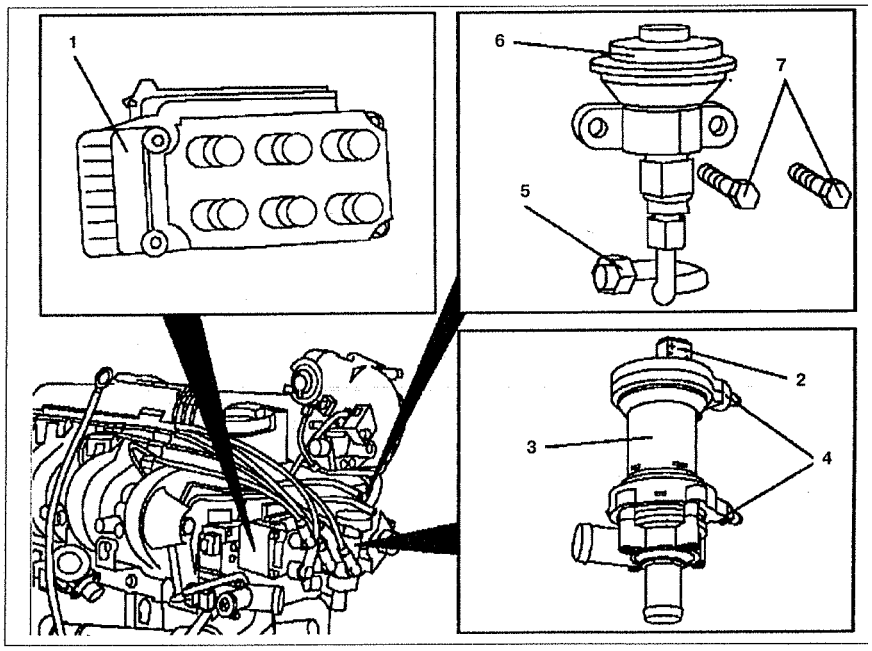

Рис. 3.45. Клапан рециркуляции отработавших газов (EGR):
1. Снимите катушку зажигания **1** (см.рис.3.45).